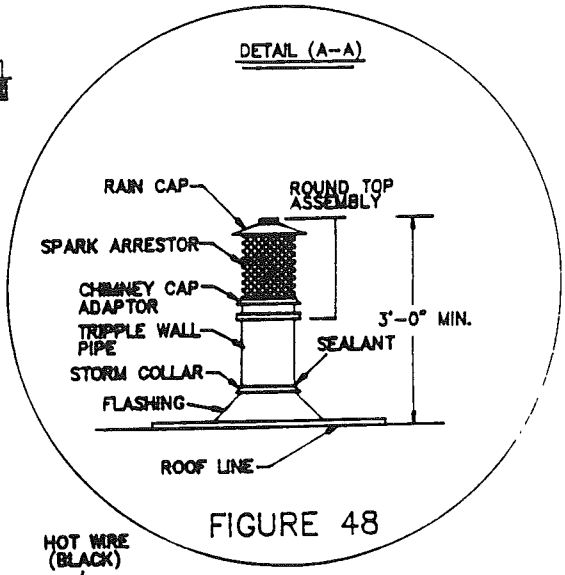

FIGURE 48
2. Install the storm collars over the roof flashing. The storm collar must rest on top of the flashing spacers. Install the tabs through slot on the opposite end of the storm collar and push storm collar down over the chimney so that it rests on the roof flashing spacers. Pull the tab to tighten the storm collar against the chimney pipe. Seal top edge of storm collar with non-combustible waterproof sealant. See Figure 48.